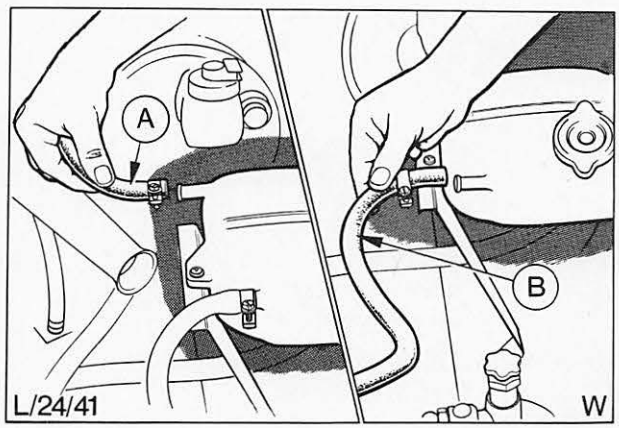

Abb. 25 A = Entlüftungsanschluß lösen
7. Die drei Schläuche von den Stutzen am Ausgleichbehälter entfernen, Abb. 25 und 27.